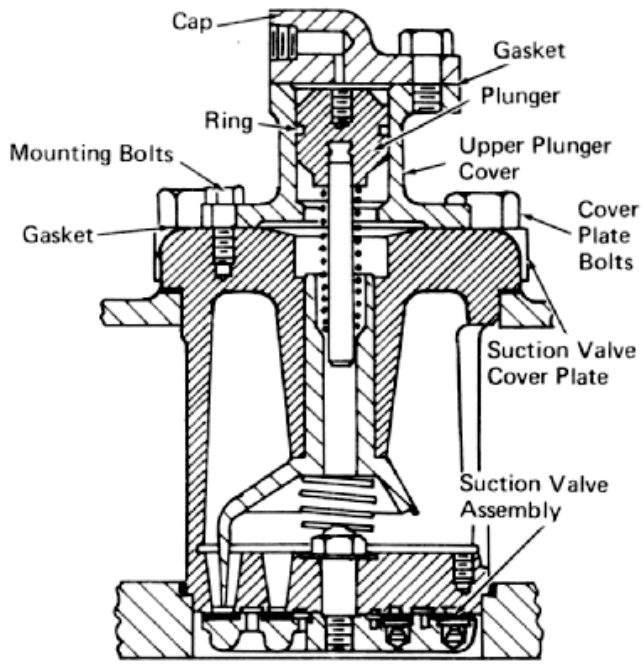

Fig. 8 - Piston-Type Compressor Unloader Valve
The piston type unloader valves, similar to Fig. 8, are used on the compressor to hold the intake or suction valves off their seats to stop compressor pumping when the main reservoir air is at the proper pressure.
1. Remove the cover plate bolts, Fig. 8.